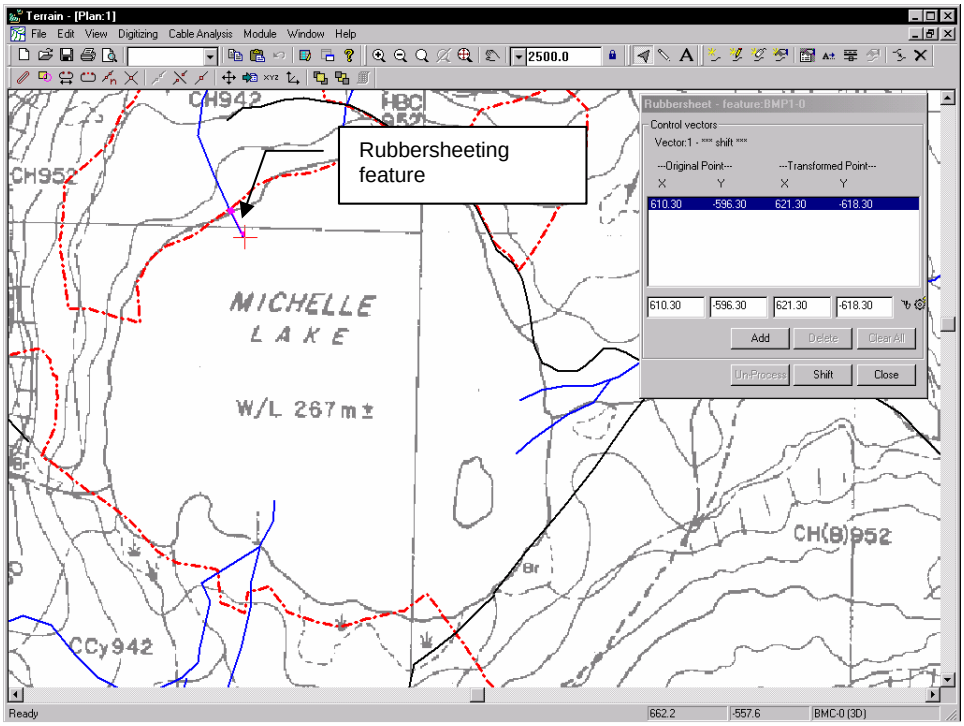

Figure 4.13: First Rubbersheeting Vector
3. The dialog box already has a set of coordinates in. Enter the vector as shown on the right hand side of Figure 4.13 and press the check mark button to create the shift vector.